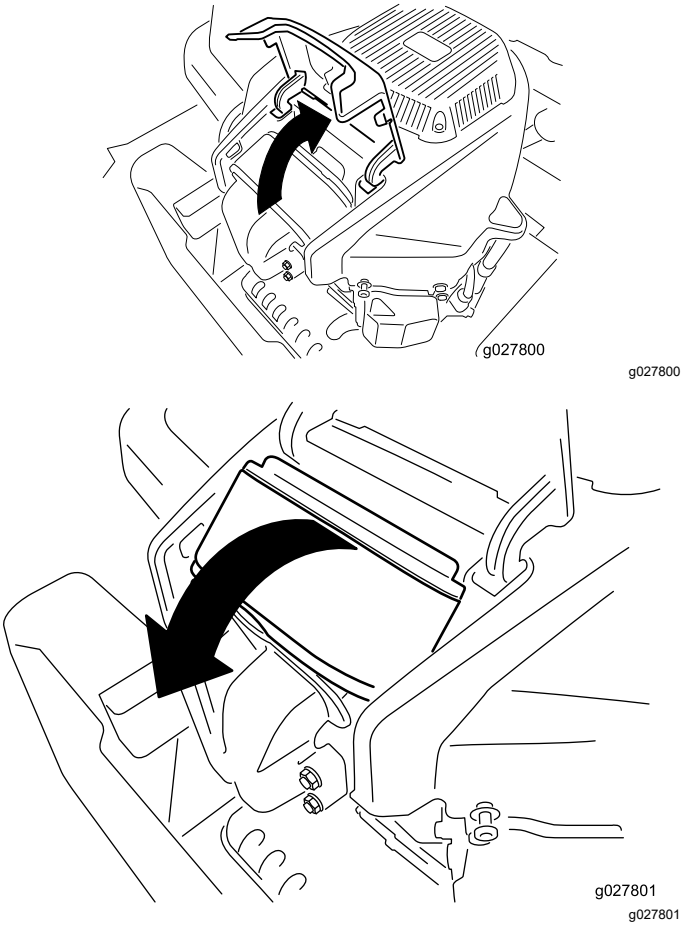

Figure 36
4. Soulevez le couvercle et dévissez le filtre à air pour le déposer du moteur (Figure 36).